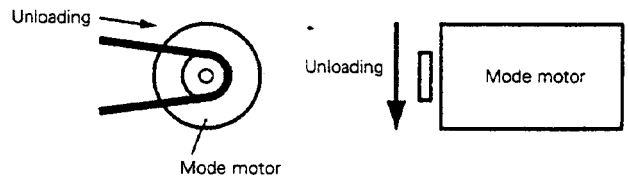

Fig. 1-5-2 Turning direction of mode motor
3. The set enters test mode No. 63: LOW TORQUE (M) ("63" appears on the counter display). While confirming this messages, press the COUNTER RESET button again.
4. While turning the mode motor in the direction shown by Fig. 1-5-2, turn the JOG dial clockwise.
3. Turn the mode motor in the direction shown by Fig. 1-5-2.